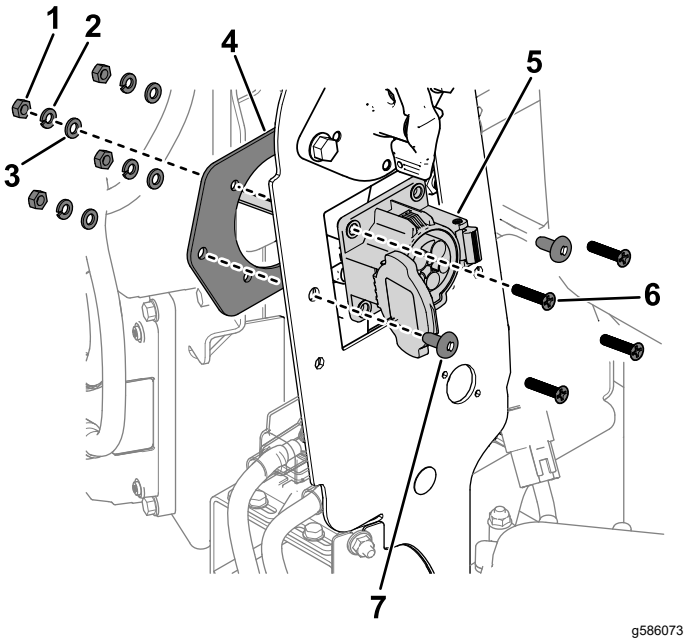

Figur 3
1. Brug 2 skruer (5/16") og de eksisterende skruer, spændeskiver og møtrikker på opladerstikket til at fastgøre stikket og mellempladen til stelpanelet (Figur 3).